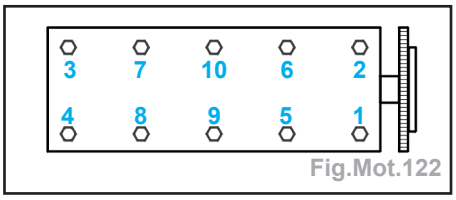

Fig.Mot.122
- Desserrer les vis de fixation de la culasse (dans l'ordre indiqué) (Fig.Mot.122).